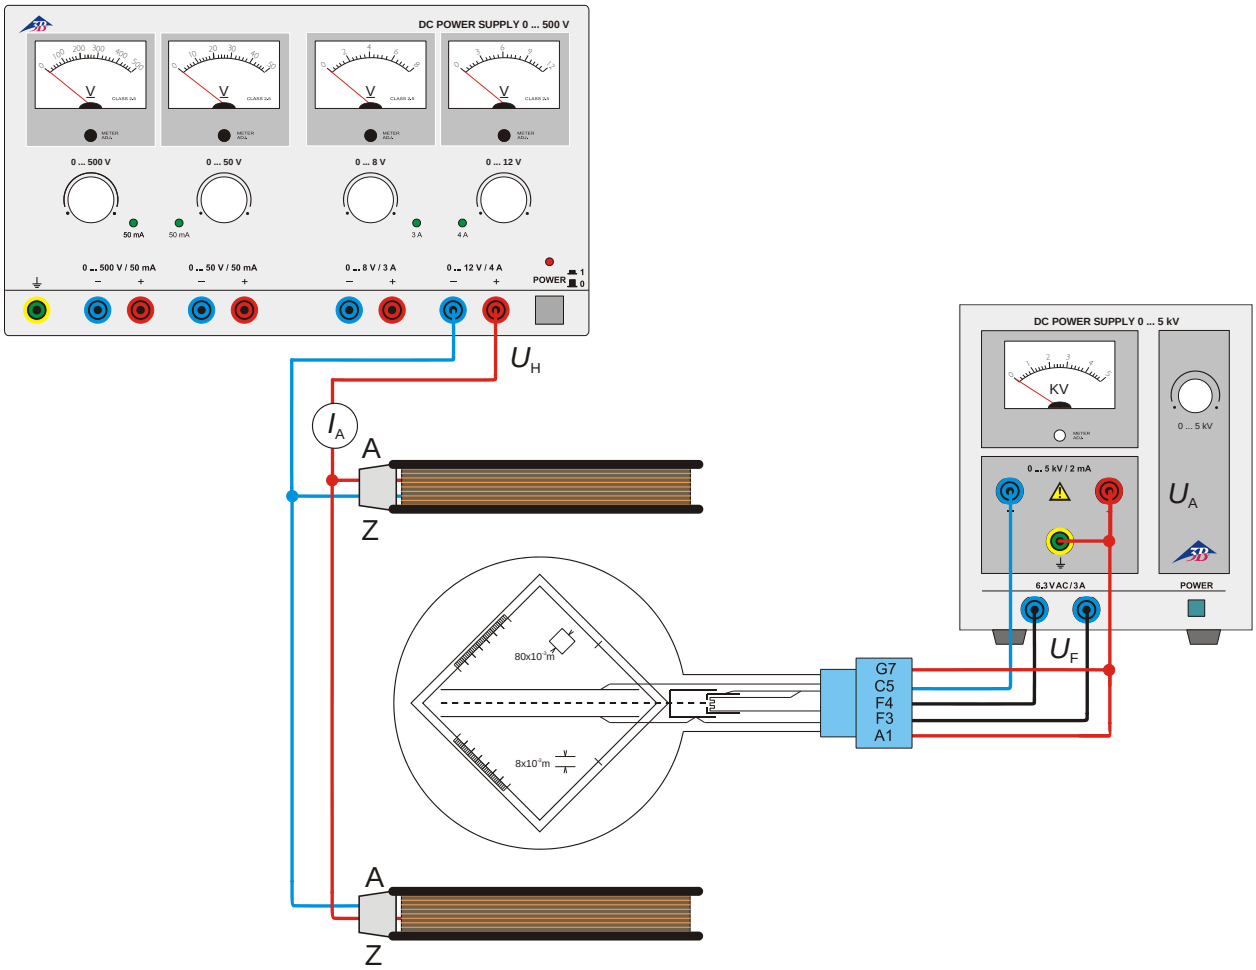

Fig. 2 Magnetische Ablenkung
- Schaltung gemäß Fig. 2 herstellen.
- Versuchsaufbau gemäß Fig. 2.